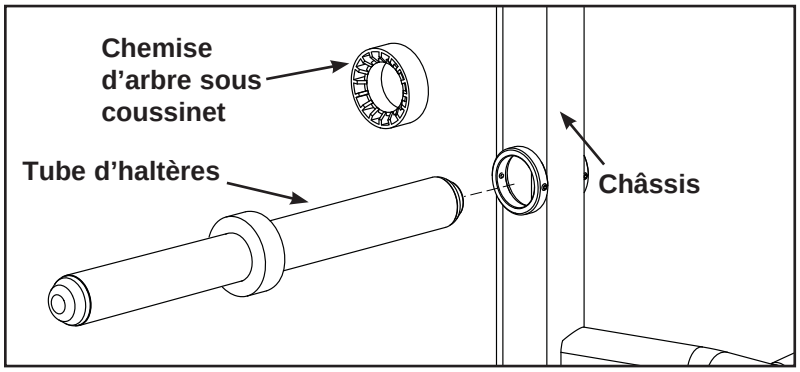

Figure 4
B. Insérez le tube d'haltères par le châssis. Voir figure 4.